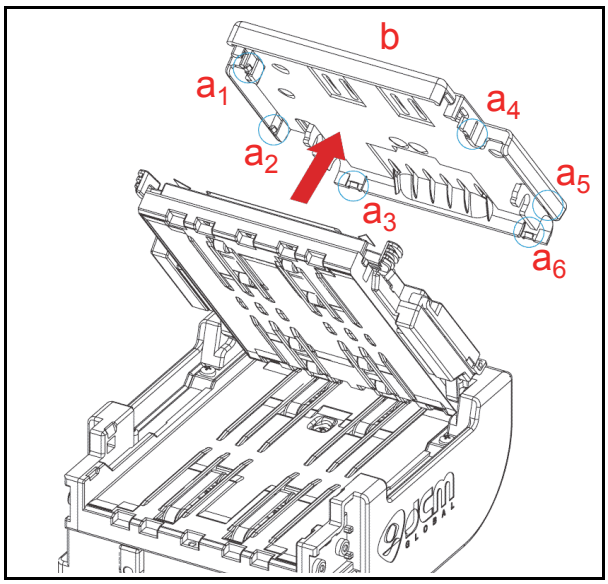

Figure 4-24 Upper Cover Removal
1. Open the Validation Section and release the six (6) Upper Cover Click-tab Stops (See Figure 4-24 a_1 through a_6) by using a small Screwdriver.
2. Remove the Upper Cover (See Figure 4-24 b) from the Upper Guide.